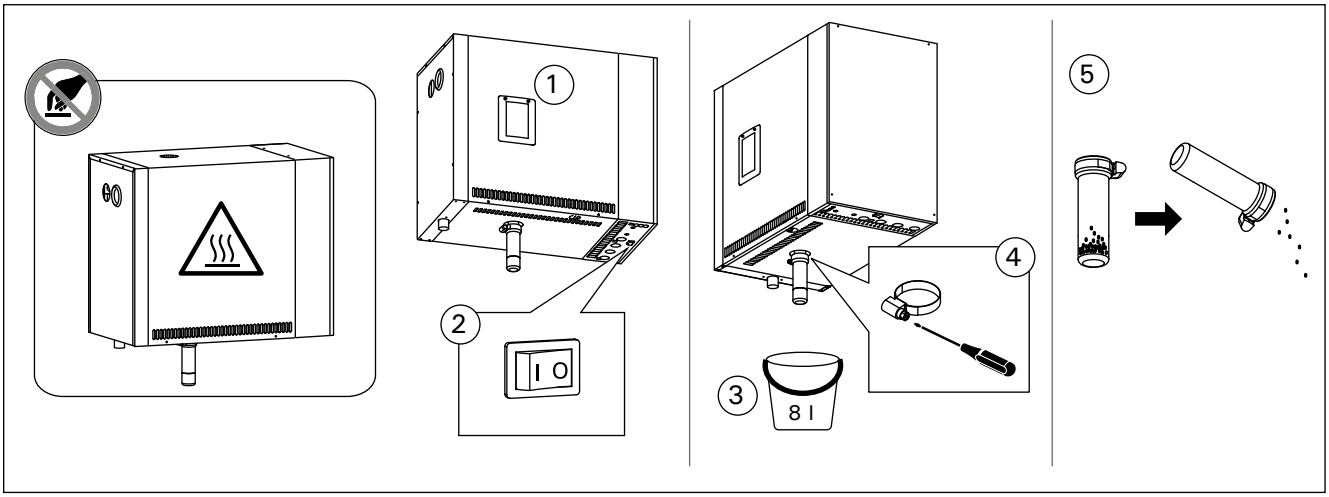

Rysunek 2. Opróżnianie pojemnika na osad
2. Wyłącz generator pary za pomocą wyłącznika głównego (rysunek 2).
3. Wyłącz go przy użyciu głównego wyłącznika (zob. rysunek 2).